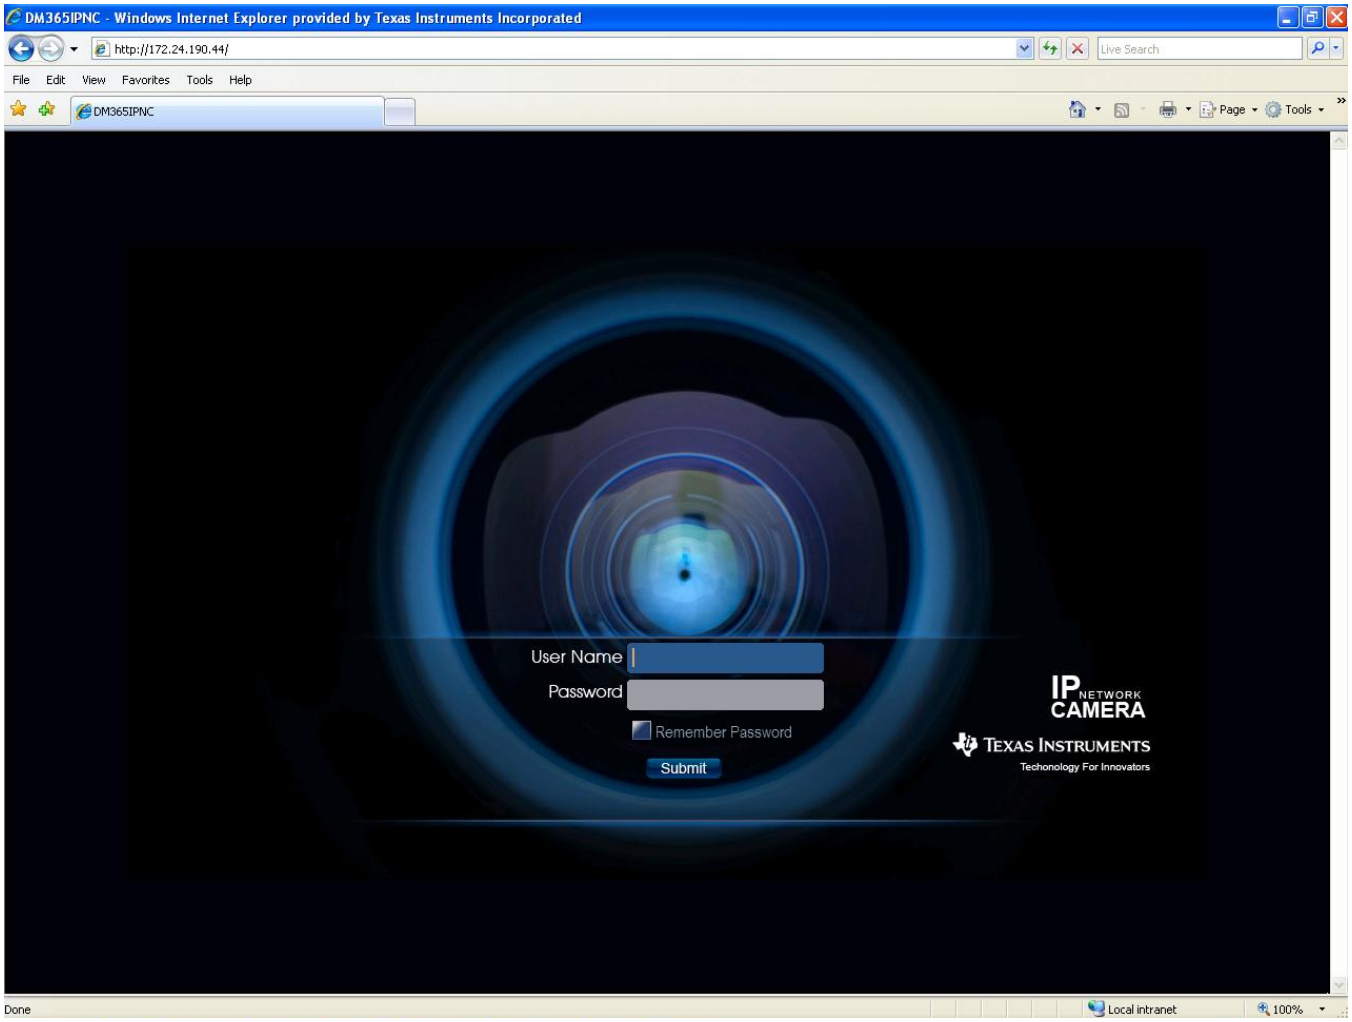

Figure 20. Main Login Screen
11. After installation, press key F5 on the keyboard to refresh the IE active window. This takes you to main Login screen (see Figure 20).
12. Include the default User Name (admin) and Password (9999), and then click 'OK'. The live video screen will be displayed as shown in Figure 20.